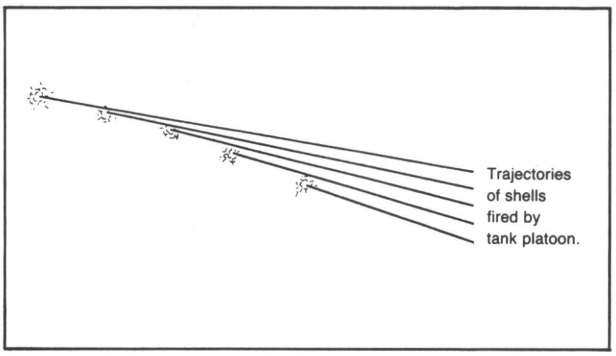

FIGURE 2: Graduated salvos.
- A second method is the graduated salvo firing technique (figure 2). Here all tanks in a unit proceed as in the clustered-salvo method except with the rounds having slightly different time-fuze settings. This technique produces a fragment impact zone that extends along the line of fire. Such a technique is employed when the helicopter's range has not been determined accurately. This method will increase the probability of "covering" the target with an area of explosions and fragments. (Generally, a change of 2 settings on the timed fuzes increases or decreases the burst by 200 meters.)